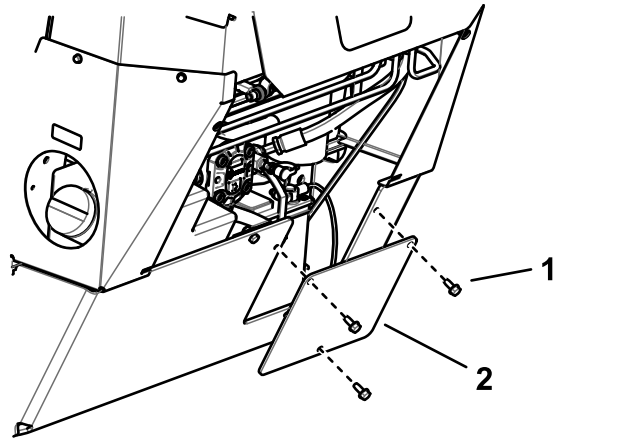

Figura 37
5. Instale el panel de acceso de la batería (Figura 37).